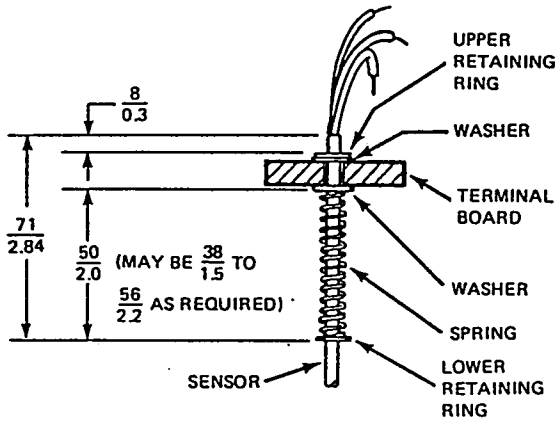

Figure 11. Sensor/Spring/Terminal Board
1. Using replacement retaining ring, install lower retaining ring as shown in Figure 11.
3. Install upper retaining ring in position shown in Figure 11.